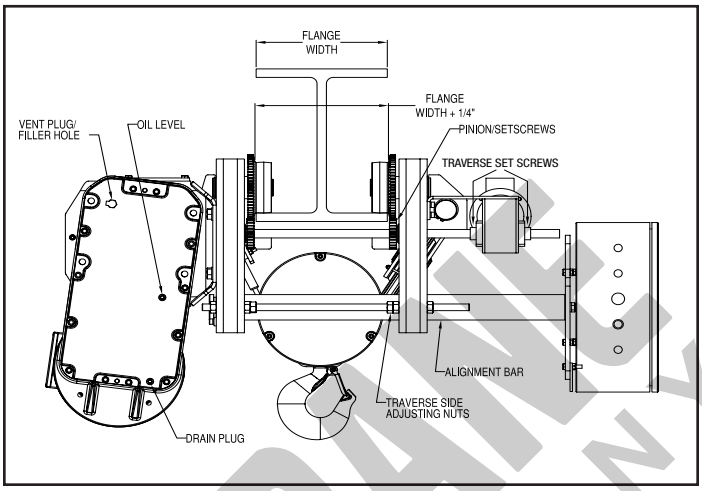

Figure 2-1. Trolley Wheel Spacing ("B" & "C" Frame Shown)
If the trolley can be installed directly from the end of the supporting beam, adjust the spacing between the trolley wheel flanges to be 3/16"-1/4" greater than the exact width of the beam flange (See Figure 2-1). Before adjusting the width of the trolley frame, make sure to loosen the pinion set screws nearest the traverse drive on the keyed cross shaft and those on the traverse reducer. Do not lose the keys for the pinion and reducer during adjustment. Also, the electrical conduit/cable must not be constrained when attempting to adjust the trolley sides, in or out. The trolley width is adjusted by loosening the jam nuts on the traverse drive side of the threaded rods at each end of the hoist. If necessary, lubricate the frame alignment bars with penetrating oil before attempting to adjust trolley width. The trolley side may then be pushed or driven into position by turning the adjusting nuts on the threaded rods. Adjust nuts on each side of the hoist simultaneously, to avoid binding. After adjusting the trolley to the proper width, tighten all adjusting nuts and setscrews, and re-secure the electrical conduit/cable. Verify that the geared wheels mesh properly with the traverse drive pinions. Using proper equipment, carefully lift the hoist and install on the end of the beam. Lubricate the wheel gear and pinion (WG, Section IV, Paragraph 4-5).
For trolleys which are to be mounted along the span of a beam not having open ends, the trolley must be adjusted in the same manner as described above to a width that allows clearance between the axle ends and the beam flange. Using proper lifting equipment, the trolley and hoist must then be lifted to the beam where it is to be installed. Once in position, adjust the spacing between the trolley wheel flanges to be 3/16"-1/4"" greater than the exact width of the beam flange (See Figure 2-1). After tightening all adjusting bolts, set screws, and all electrical conduit/cable clamps, carefully set the trolley on the beam. Lubricate the wheel gear and pinion (WG, Section IV, Paragraph 4-5).
a) Check Oil Level. (Figure 2-1) The gearcase has been filled with oil to the proper level. However, this should be rechecked before operating the hoist.
Check oil level by removing the Oil Level Plug indicated in Figure 2-1. When properly filled, oil should be level with the bottom of the tapped hole. Fill to this level with oil as specified in Paragraph 4-2.e.